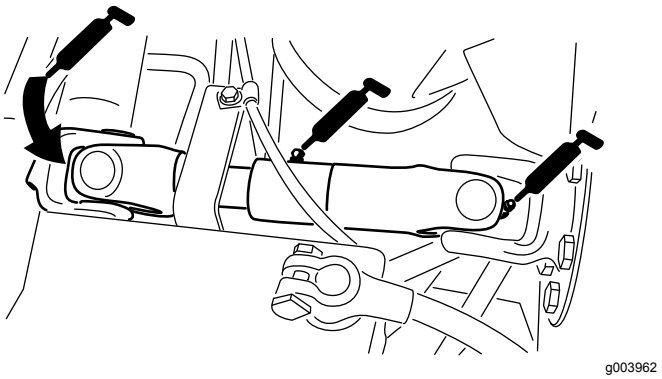

Figur 38
- Pumpedrivaksel med u-ledd (3) (Figur 38)